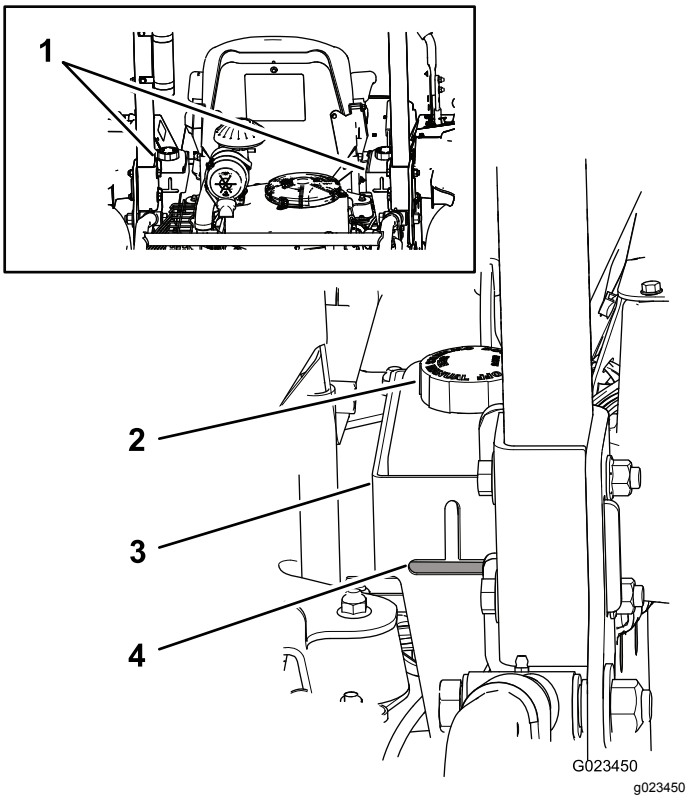

Figur 17
Maskinens beholdere påfyldes på fabrikken med hydraulikvæske af høj kvalitet. Det bedste tidspunkt at kontrollere hydraulikvæsken på er, når væsken er kold. Maskinen skal være i transportkonfigurationen. Hvis væskestanden er under toppen af den vandrette del af det udskårne sigtglas bagpå de hydrauliske beholdere (Figur 17), skal der tilføjes væske, så det holdes på det acceptable niveau. **Fyld ikke for meget på beholderne.**Hvis væskestanden er i toppen af den vandrette del af sigtglasset, er det ikke nødvendigt at fylde mere væske på. Følgende udskiftningsvæske anbefales:
Bemærk: Væskestanden skal være i bunden af hver af åbningerne som vist i Figur 17.
A. Rengør området omkring væskebeholderdækslerne for at forhindre snavs i at komme ind i systemet (Figur 17).